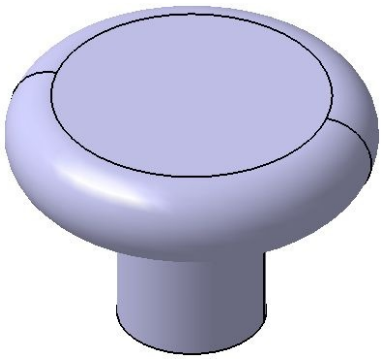

Figure 4-57 *Final model for Tutorial 1*
c. Use the **Shaft** tool to create the base feature, refer to Figure 4-57.
5. Choose the **Fit All In** button from the **View** toolbar to fit the view of the model in the geometry area. The model after creating the base feature is shown in Figure 4-57.